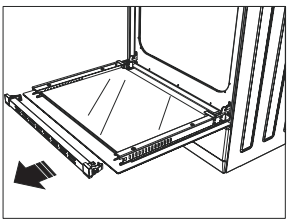

Рис. 2
3. Потяните планку на себя (рис. 2).